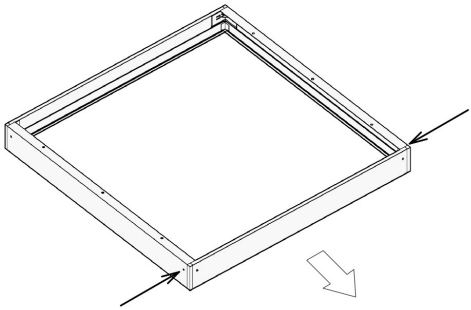

Рисунок 12 – Снятие боковой крышки рамки для установки светильника.
5.5.5. При помощи тонкой отвертки либо другого подходящего подручного инструмента аккуратно снимите боковую крышку, надавив на пластиковые стопорные штифты в торцах рамки (рис. 12).